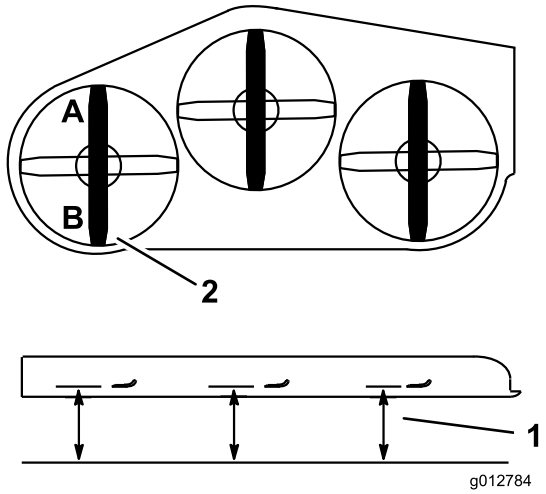

Figur 83
2. Mål den venstre kniv ved punktet **A** fra en plan overflade til knivspidsens skarpe kant, og noter dette tal ned (Figur 83).
3. Mål den venstre kniv ved punktet **B** fra en plan overflade til knivspidsens skarpe kant, og noter dette tal ned (Figur 83).
4. Plæneklipperens skærekniv skal være 6 til 10 mm lavere i position **A** end i position **B** (Figur 83). Hvis det ikke er korrekt, skal du gøre følgende: